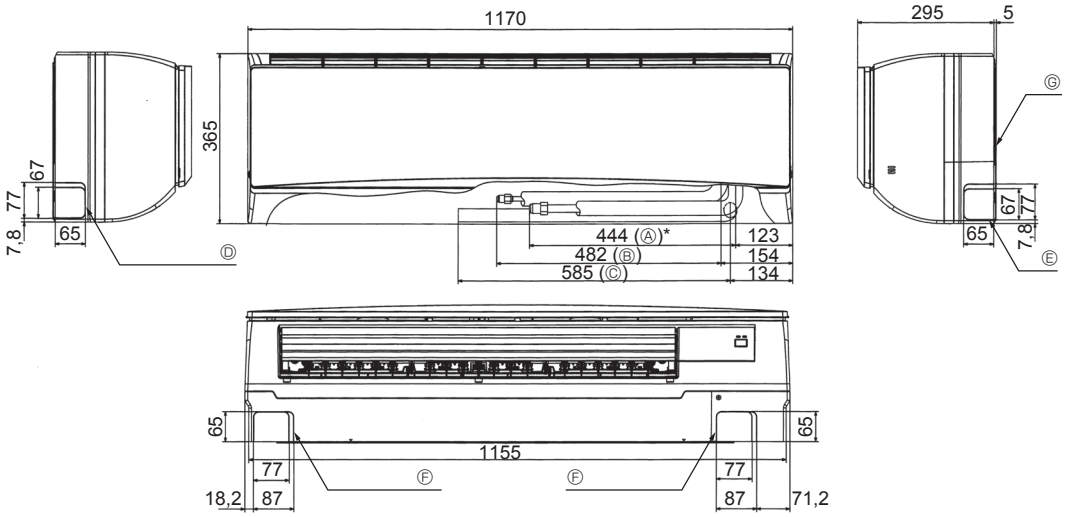

Fig. 4-3
4.4. Placering af køle- og drænrørføring (Fig. 4-3)